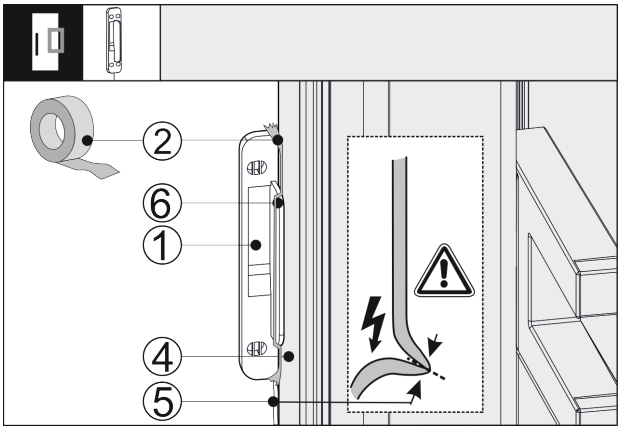

Fig. 42
▶ Place the knocking sensor *Fig. 42 (1)* on the side of the appliance door *Fig. 42 (4)* so that the stop *Fig. 42 (6)* touches the appliance door *Fig. 42 (4)*. The sensor cable *Fig. 42 (5)* is slightly tensioned and also touches the appliance door *Fig. 42 (4)*.
▶ Attach the knocking sensor *Fig. 42 (1)* with adhesive table *Fig. 42 (2)*. The knocking sensor is later screwed onto the cabinet front.